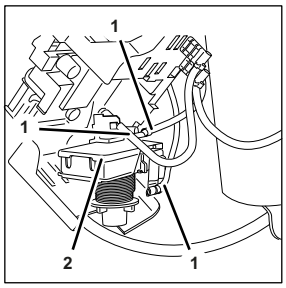

Fig. 99
3. Disconnect the electrical cables (Fig. 99/1) from the starter relay (Fig. 99/2).
4. Remove the starter relay (Fig. 99/2).
5. Position the new starter relay (Fig. 99/2).
6. Connect the electrical cables (Fig. 99/1) of the starter relay (Fig. 99/1).